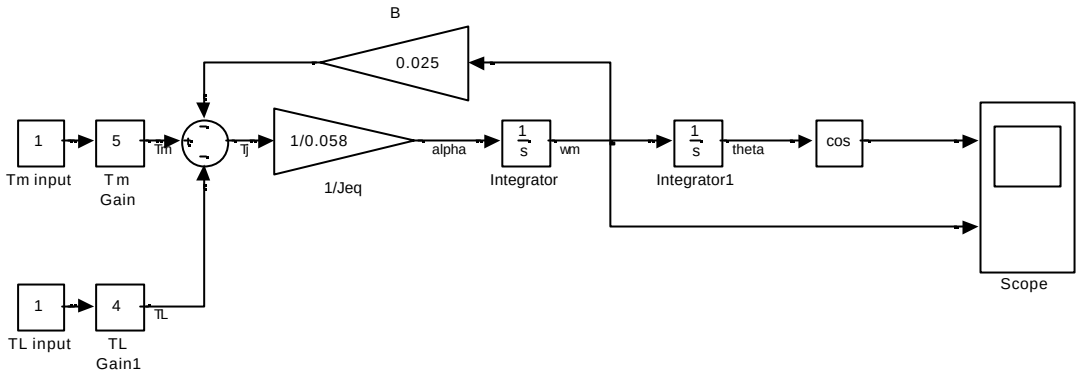

Figura 1.5: Modelo de simulación incluyendo fricción
- Cuando usted termine de cambiar el modelo deberá aparecer como el de la figura 1.5.